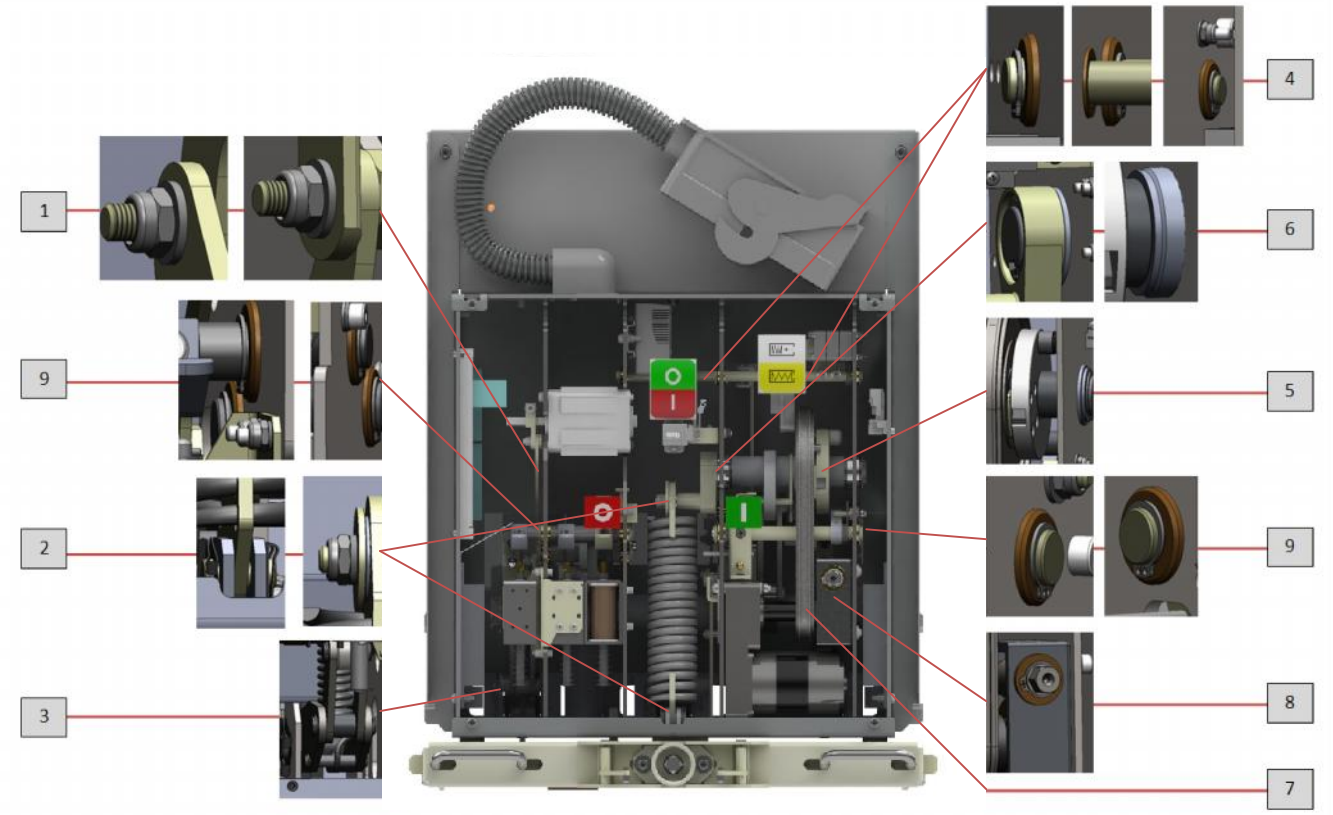

Рис. 19 Места смазки подвижных узлов в приводе выключателя:
– проверку смазки узлов привода в соответствии с рис. 19, 20 и табл. 17 (допускается применение другой смазки с аналогичными характеристиками), при необходимости – замену смазки;